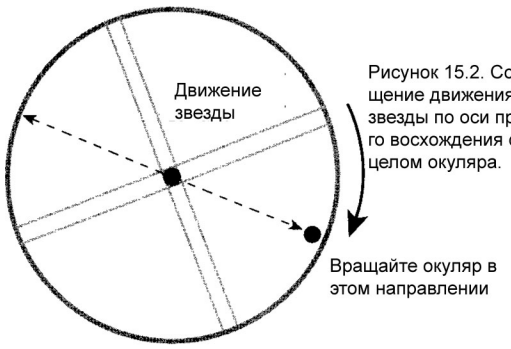

Рисунок 15.2. Совмещение движения звезды по оси прямого восхождения с прицелом окуляра.
4. Держа звезду в поле обзора, поворачивайте окуляр до тех пор, пока ее движения не станут параллельны одной из осей прицела (рис.15.2). Эта часть креста показывает перемещение звезды по оси прямого восхождения, а перпендикулярная ему часть демонстрирует движение по оси восхождения.